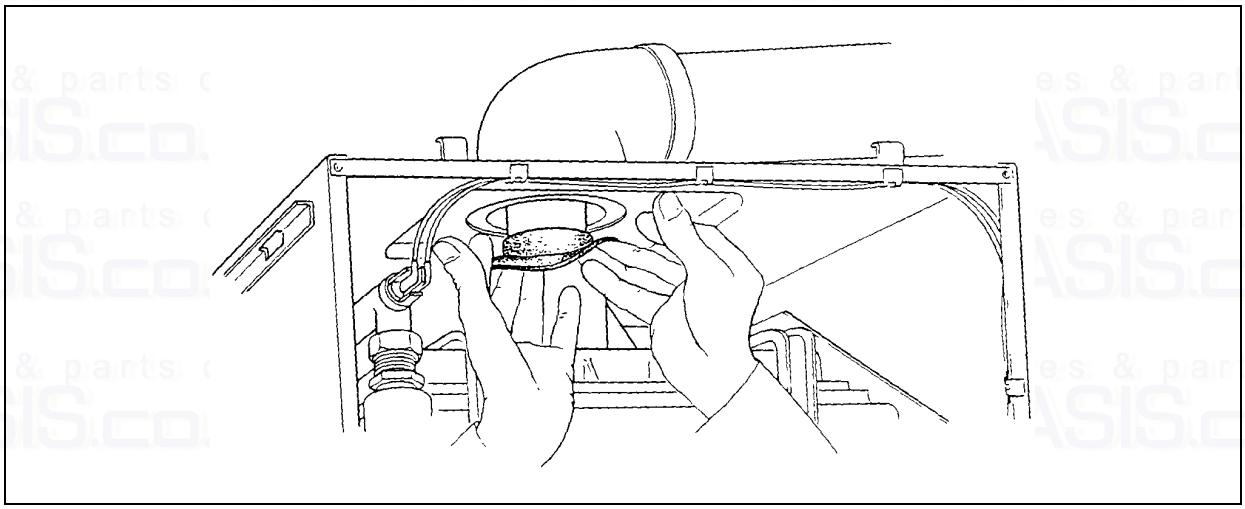

FIG. 18 FOLDING BACK FLUE SEALING GAITOR
10) Fold back gaiter between the flue hood and elbow. FIG.18.